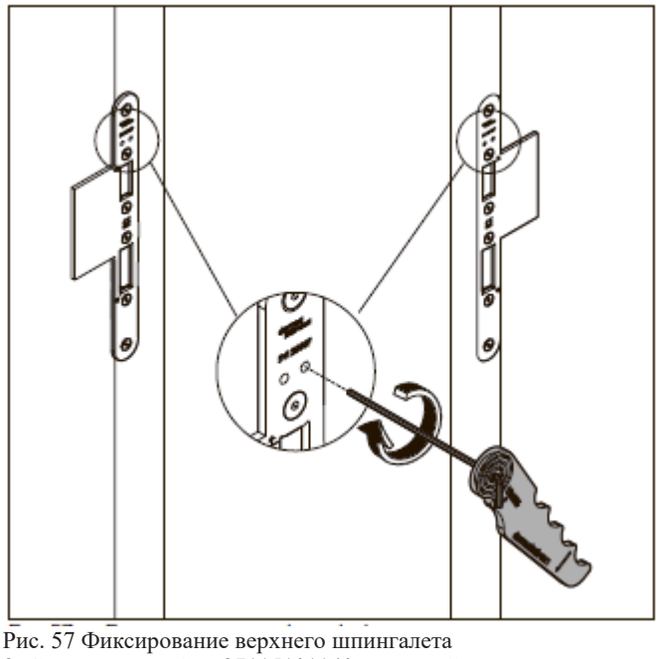

Рис. 57 Фиксирование верхнего шпингалета
2. Закрепите верхний шпингалет через просверленное отверстие в лицевой планке с усилием 1,3 Н·м (рис. 57).